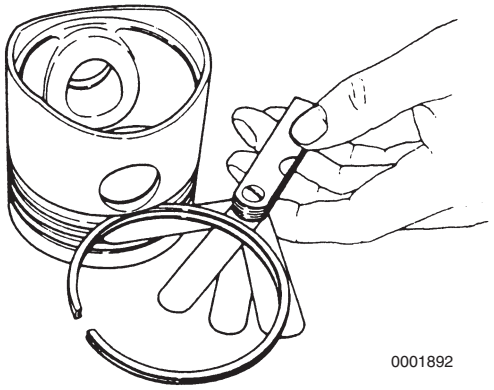

Figure 6-67
9. Place each compression piston ring in the groove as shown **(Figure 6-67)**. Use a feeler gauge to measure the clearance between the piston ring and the piston ring land. Record the measurements. *See Piston Ring on page 6-11 for specifications.* Replace the piston if not within specification.